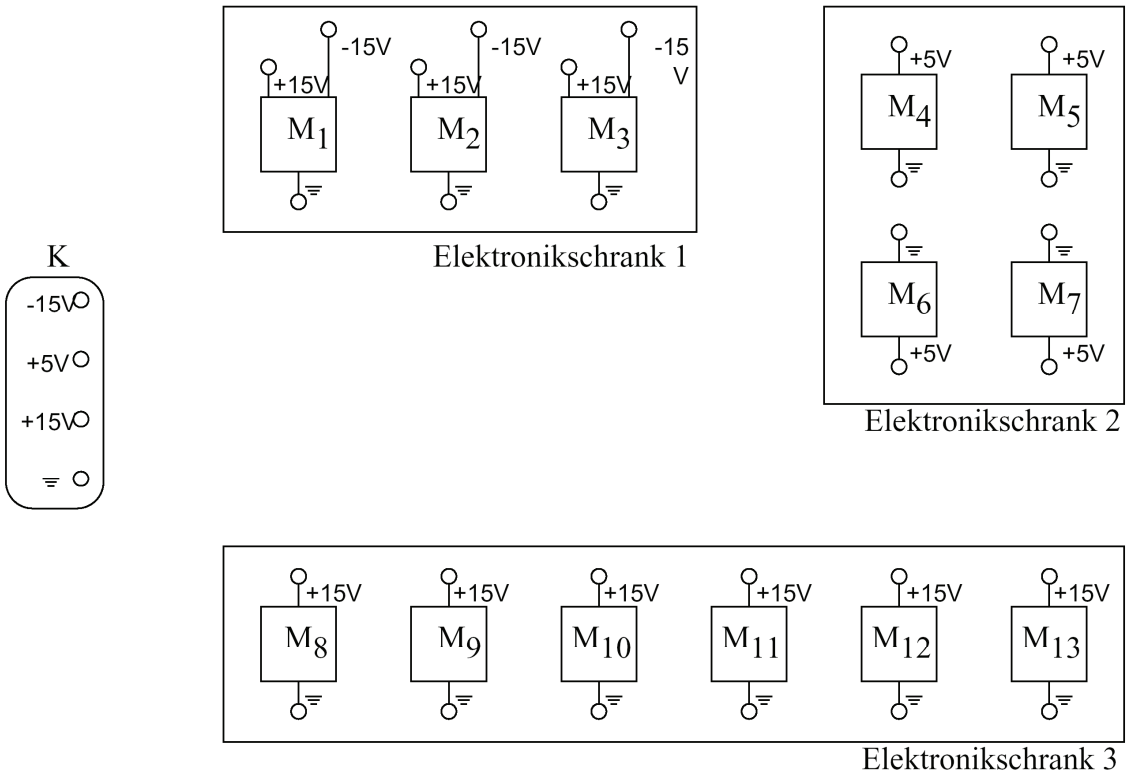

Bild 45: Modulares Computer- und Kommunikationssystem
Ihre Kollegen aus der Abteilung für Computer- und Kommunkationssysteme haben sich ein modulares Konzept ausgedacht, zu dem Sie nun ein passendes Versorgungs- und Erdungssystem entwerfen müssen. Die einzelnen Module sind in drei Elektronikschränken untergebracht. Dies ist in Bild 45 schematisch dargestellt.
a) Entwerfen Sie für das geplante neue System ein Versorgungs- und Erdungssystem mit möglichst geringer Impedanzkopplung. Schliessen Sie dazu die Versorgungs- und Masseanschlüsse der einzelnen Module M_i an den Klemmenkasten K der zentralen Speisung an. Sie brauchen dabei lediglich die einzelnen Verbindungen ins Bild 45 einzuzeichnen.(K3)